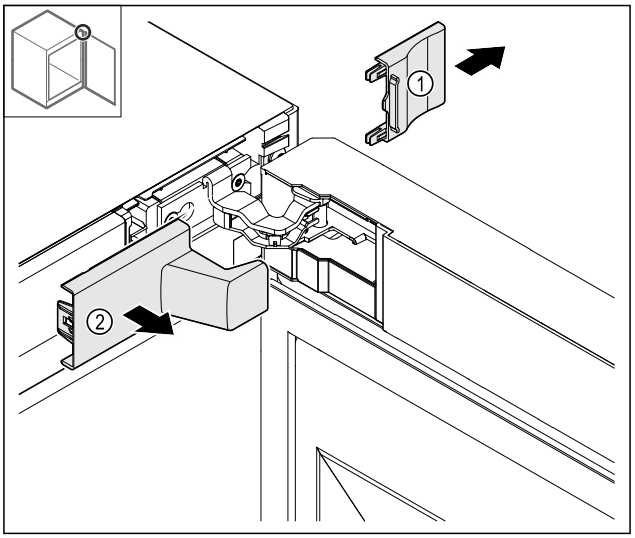

Fig. 9
▶ Abdeckung *Fig. 9 (1)* und dann *Fig. 9 (2)* entfernen.